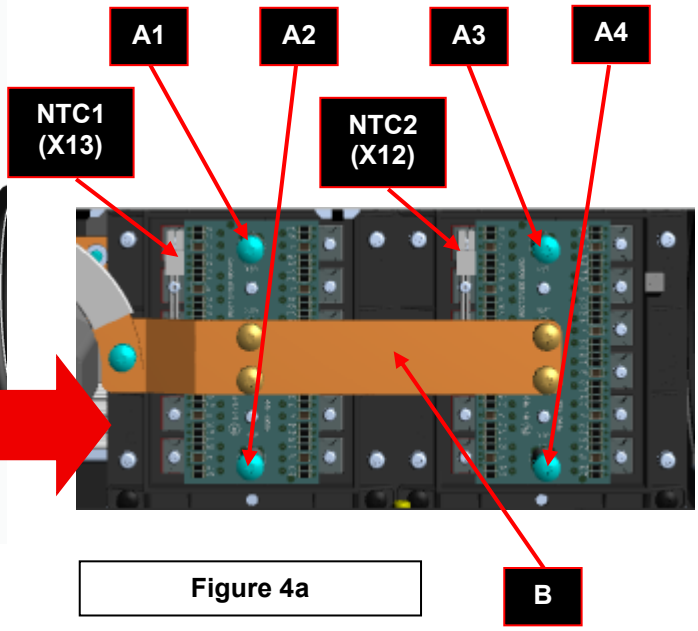

Figure 4a
5. Label or take a picture of the position of the cables and using the TX 30 wrench remove all cables (**A**) coming from the secondary winding of the output transformer. See **Figure 4a**.